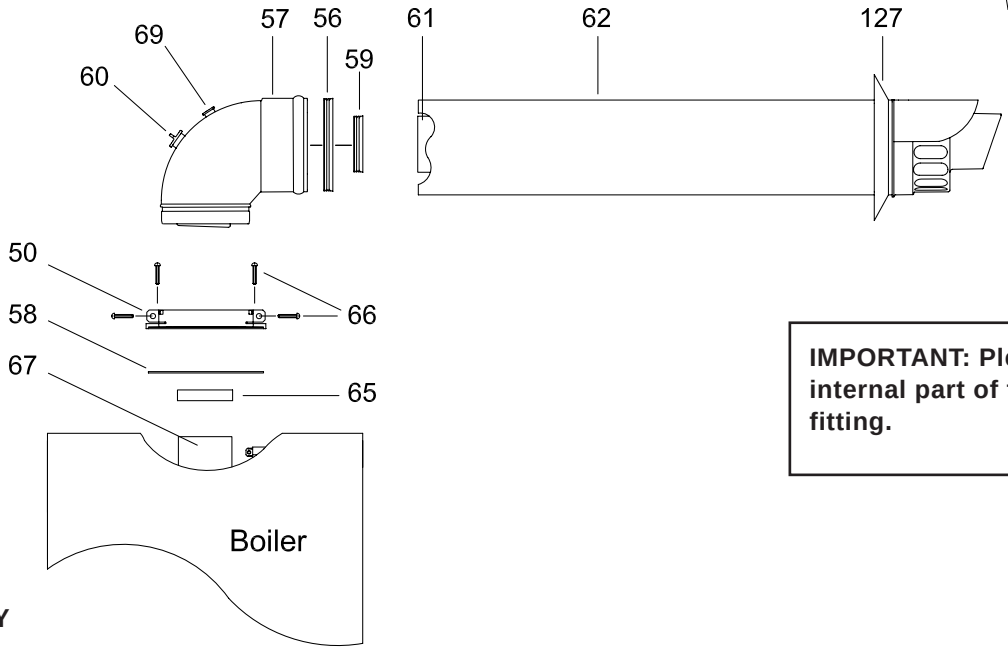

Fig.17
Important: Make sure that the inner 60 mm diameter of the elbow header is inserted fully into the flue manifold, and the flue manifold rubber seal is correctly fitted. (Fig 17 item 65)
Important: Make sure that the inner 60mm diameter of the elbow header is inserted fully into the flue manifold, and the flue manifold rubber seal is correctly fitted. (Fig 17 item 65)
If an extension must be shortened, this must be done from the straight end, and not from the widened or tapered end. To measure the pipeline properly all components must be assembled and total length measured before cutting. The straight end of the extension connects to the boiler. The flue output and air intake pipes fits into the boiler header until it stops (fig.17 - 18).